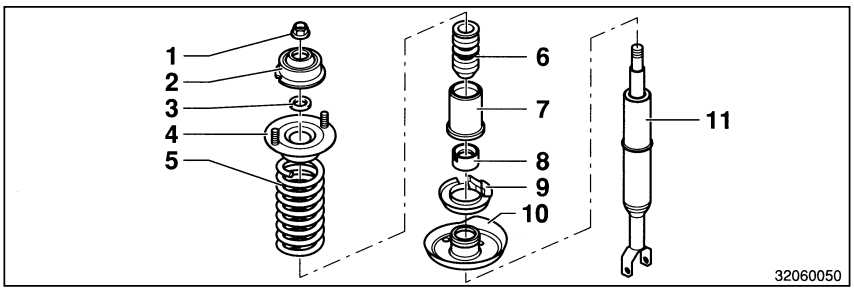

Figure 5 **Front suspension strut**
- Unscrew the bolt on the supporting mount (at bottom of suspension strut) and remove the strut (Figure 5/11).
- Clamp the strut in the clamping device and compress the coil spring (Figure 5/5) with spring compressing device W4 until the upper spring seat is free (Figure 5/4).
- Unscrew the self-locking nut (Figure 5/1) from the piston rod using an Allen key to prevent movement.
- Release the bottom spring seat (Figure 5/10) with plastic-headed hammer and remove it.